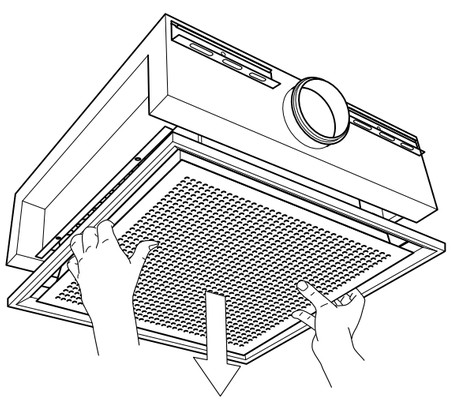

FIGURE 29
2) Lower and remove the front plate to access the coil. (See **FIGURE 29**)